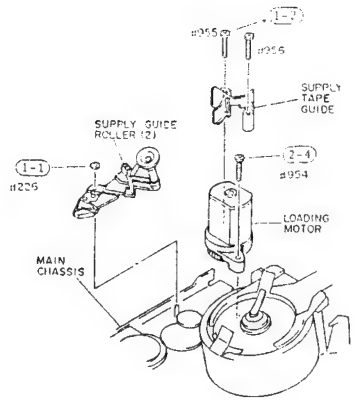

Fig. 2-65
1) Remove one (1) washer holding the supply guide roller (2). (See Fig. 2-65)
2) Remove two (2) screws holding the supply tape guide.
3) Remove the supply guide roller (2) and supply tape guide from the main chassis.
(2) Loading Motor
4) Remove one (1) screw and remove the loading motor from the main chassis. (See Fig. 2-65)